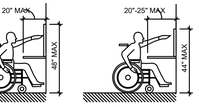

Figure 308.2.2
B. Where a high forward reach is over an obstruction, the clear floor space shall extend beneath the element for a distance not less than the required reach depth over the obstruction. The high forward reach shall be 48" maximum where the reach depth is 20" maximum. Where the reach depth exceeds 20", the high forward reach shall be 44" maximum and the reach depth shall be 25" maximum. (Fig. 308.2.2)